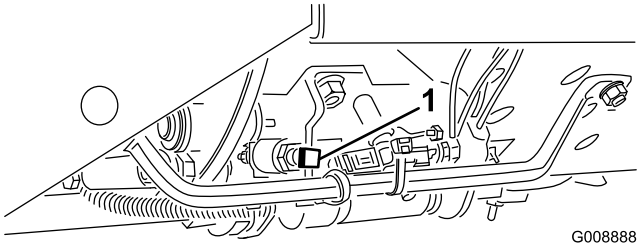

**Figur 16**
**Viktigt: Klipphastigheten ställs in på fabriken till 9,7 km/tim. Den kan höjas eller sänkas genom att anslagsskruven justeras (Figur 16).**